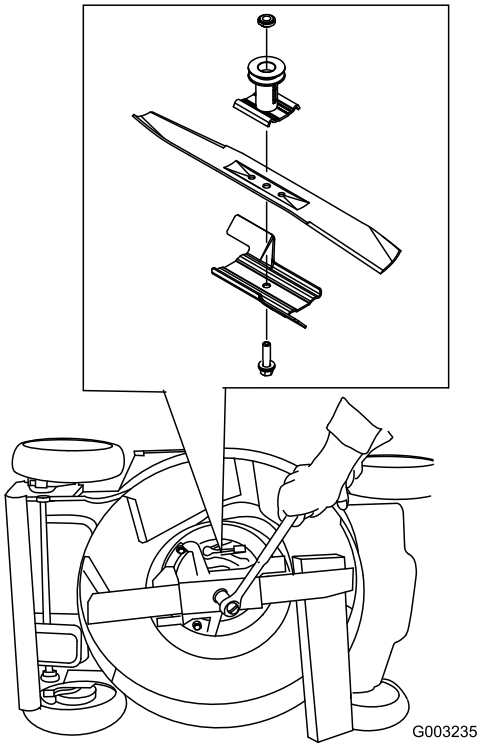

Figuur 39
3. Gebruik een blok hout om het mes stil te houden (Figuur 39).